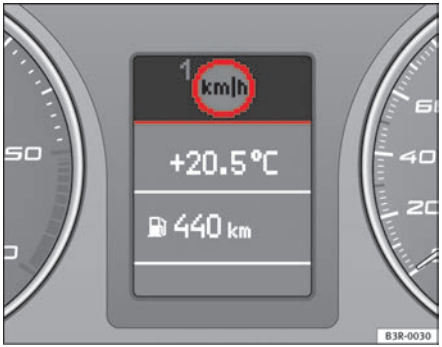

Fig. 55 Display: Speed warning function
The speed warning function will warn the driver if a pre-set maximum speed is exceeded. The system gives an audible warning signal if the set speed is exceeded by about 10 km/h. A warning symbol will also appear in the display ⇒ fig. 55.
The speed limit warning symbol for speed warning 1 ⇒ page 81, fig. 55 will appear in the display if you exceed the pre-set speed. It goes out again if the speed is reduced below the set speed limit.
– Press the CHECK button and hold it down until the symbol ⇒ page 81, fig. 55 appears.